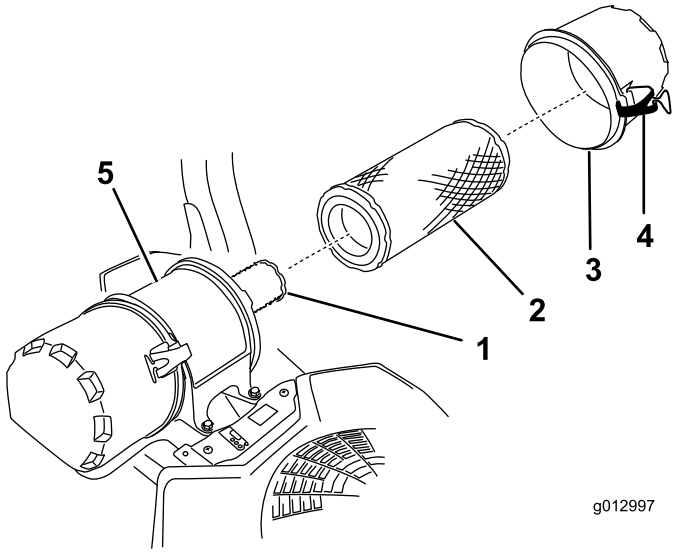

**Figure 43**
6. Release the latches on the air cleaner and pull the air-cleaner cover off the air-cleaner body (Figure 43).
8. Gently slide the primary filter out of the air-cleaner body (Figure 43).
2. If the inner filter is being replaced, carefully slide it into the filter body (Figure 43).
3. Carefully slide the primary filter over the inner filter (Figure 43).
4. Install the air-cleaner cover and secure the latches (Figure 43).